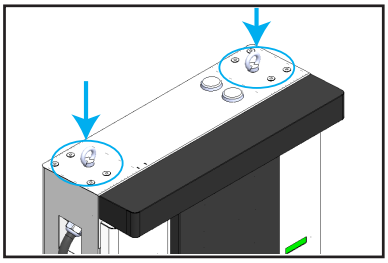

Figure 22: Step 2.
Step 2: Manually screw in the supplied eyebolts and ensure that they are securely tightened, **Figure 22**.